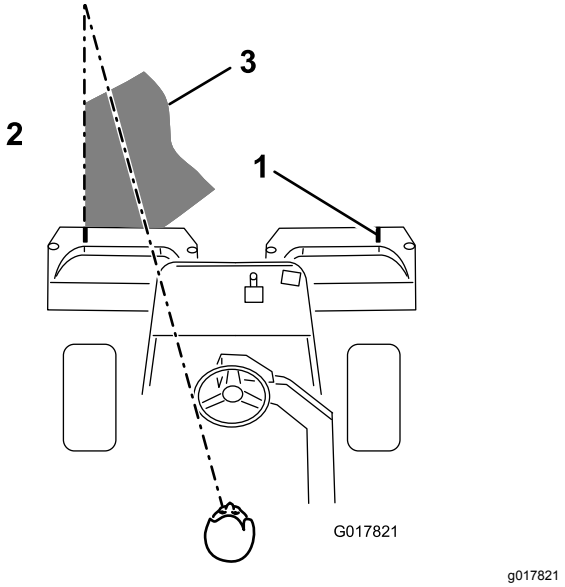

Figur 39
3. Sørg for at overlappe minimalt med den forudgående klipning ved tilbagekørsler. Skab en imaginær, lige sigtelinje på ca. 1,8-3 m foran maskinen frem til kanten af den uklippede del af greenen (Figur 39) som hjælp til at bevare en lige linje på tværs af greenen og for at holde maskinen i en tilsvarende afstand fra kanten af den foregående klipning. Der er nogle, der finder det nyttigt at medtage rattets ydre kant som en del af sigtelinjen, dvs. holde rattets kant på linje med et punkt, der altid holdes i samme afstand fra maskines forende (Figur 39).